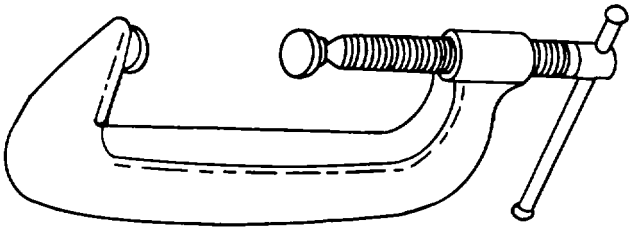

Figure 4-55. Carriage Clamp
b. *Carriage Clamps*. The carriage clamp, commonly called a C-clamp, is constructed in the shape of a large C, as shown in figure 4-55. It is tightened by use of a screw threaded through one of the bars and has a swivel plate to prevent the end of the screw from turning against the item being clamped. C-clamps are used to hold work which cannot be held in a vise, or which has to be held for an extended period of time. They are available in a variety of sizes.